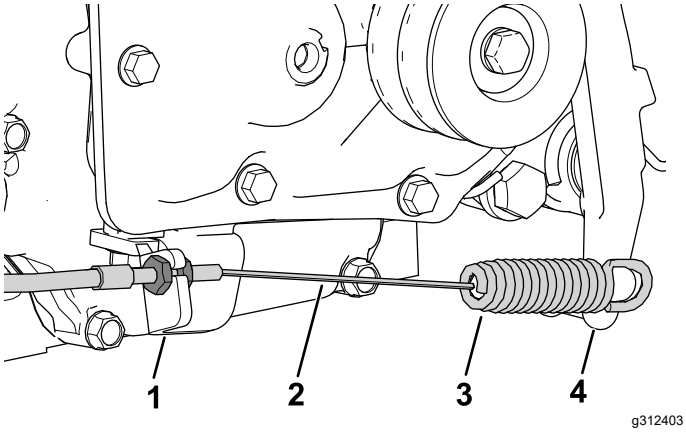

Figur 5
5. Montera kopplingsvajern på kopplingsplattan (Figur 5).
6. Montera kopplingsvajerns fjäderände på kopplingsarmen (Figur 5).